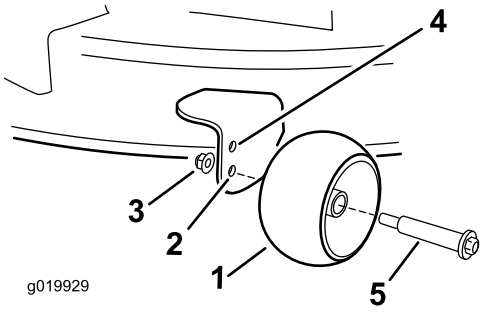

Figur 21
- Øvre hull – bruk denne posisjonen sammen med klippeenheten i posisjonene på 63 mm og under klippehøyde (Figur 21).
- Nedre hull – bruk denne posisjonen sammen med klippeenheten i posisjonene på 76 mm og over klippehøyde (Figur 21).